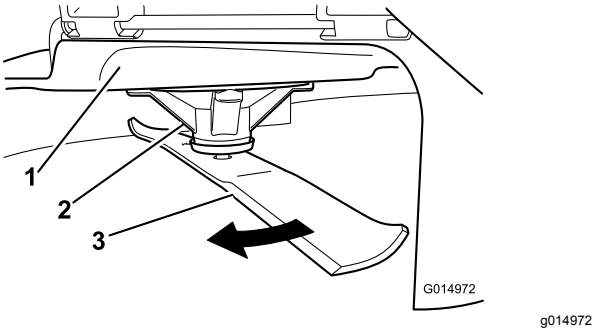

**Figur 52**
2. Mens der bæres tykt polstrede handsker eller anden tilstrækkelig håndbeskyttelse, drejes skærekniven langsomt til en position, som gør det muligt at foretage en effektiv måling af afstanden mellem skærekanten og den plane overflade, maskinen står på Figur 52).